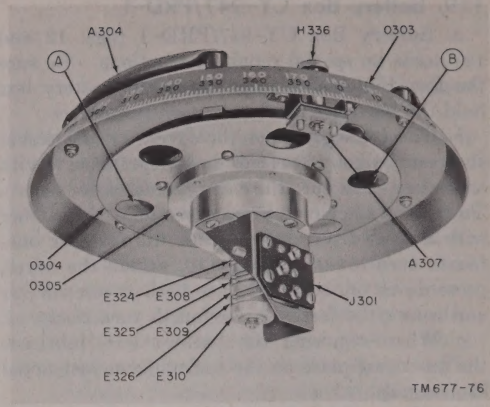

Figure 76. Azimuth disk and antenna mount, bottom view
(2) Remove locking antenna housing clamp (36).
(3) Remove the contact spring and jack assembly (J301) from the mounting flange.
(4) Remove the two 3/16-inch thick ring nuts and washers (19 and 18) by using two flat wrenches, each of which has a thickness of one-eighth inch and a jaw opening of 1¾ inch.
(5) Insert a heavy screw driver or flat bars in each of the round holes A and B, figure 76, and *gently* force out the antenna support hub (5) and its attached locking disk (30) from the azimuth scale assembly. This will expose the ball bearings (3) and the two rubber O rings (4).
(6) To remove the antenna mount assembly from the azimuth disk, take out the eight screws and lockwashers (43 and 42) that attach the two assemblies together and lift up the antenna mount assembly. This will expose the three wired connections (1). *Do not cut these wires.*
(7) Remove the wires from the three terminal screws (2). This will free the antenna mount assembly and permit access to the three jamnuts and lockwashers (45 and 46) that hold the three antenna sockets (50), their nylon antenna socket insulations (49), and nylon insulating washers (47).
(8) To disassemble the contact ring assembly, remove the roundhead machine screw (26) and the three hexagonal nuts and lockwashers on the top of the terminal rod. The three antenna contact rings and insulators (21 and 22) can then be pulled apart.
(9) To remove the contact ring insulator stud (20), loosen the three set screws (15) on the side of the antenna mounting flange (55) and *gently* force out the stud.
(10) The further disassembly of the antenna mount assembly and the azimuth disk assembly require no detailed instructions.